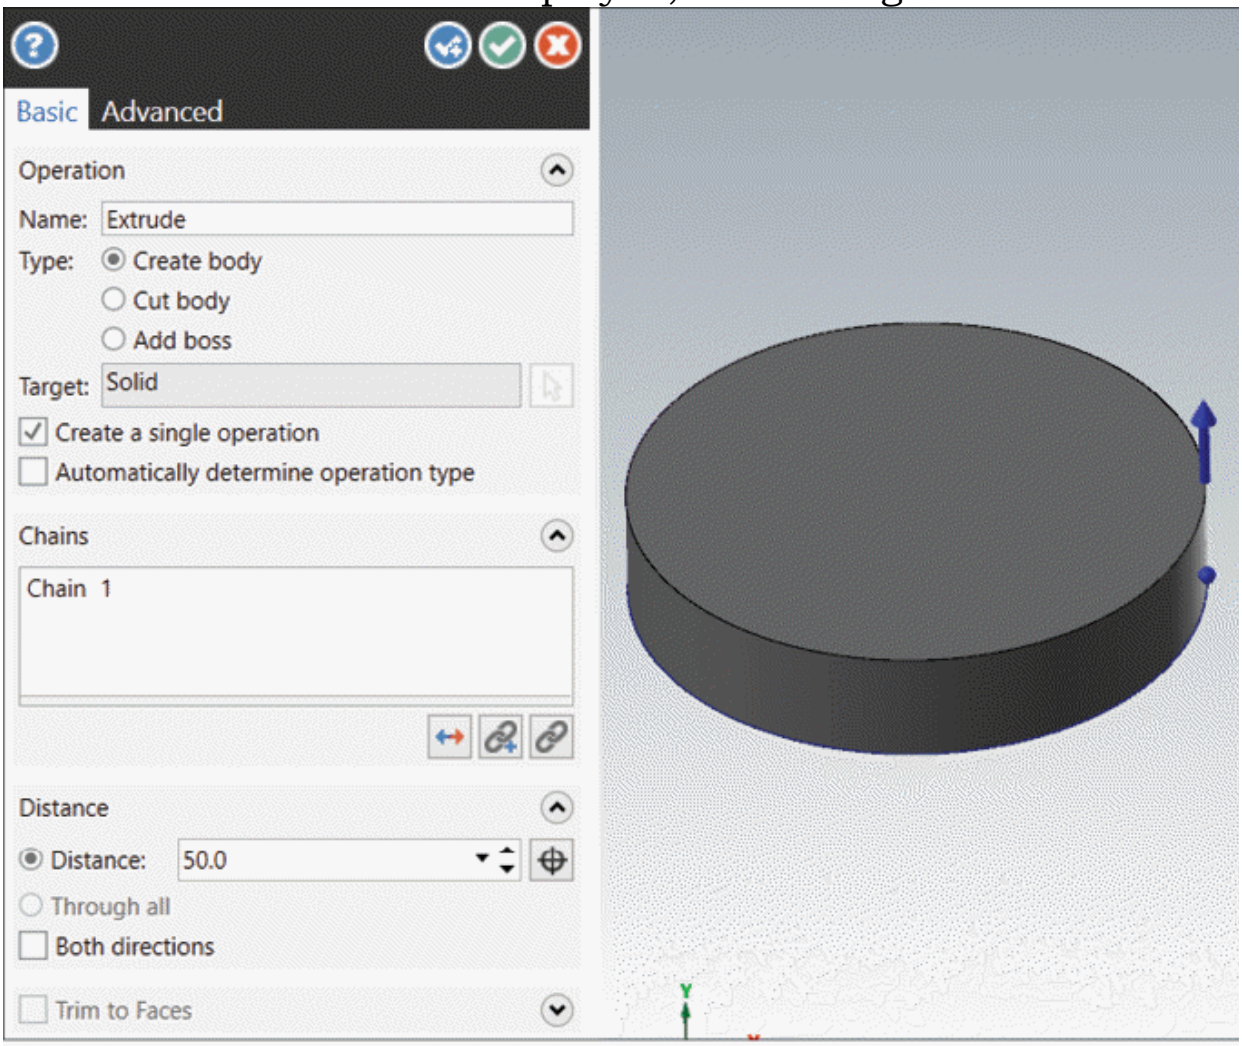

Figure-3. Preview of solid extrude feature
- Select desired closed loop curve and click on the **OK** button from the **Wireframe Chaining** selection box. Preview of extrude feature will be displayed; refer to Figure-3.